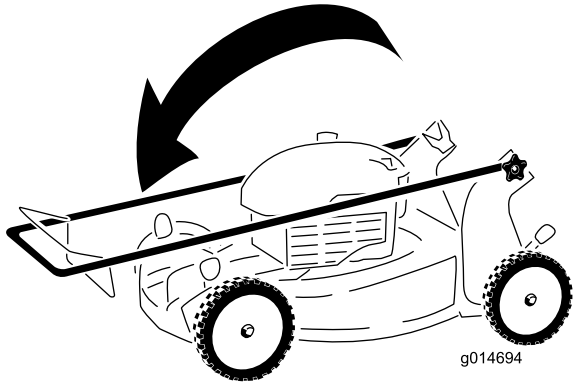

Figur 25
2. Fold det øverste håndtag fremad som vist på Figur 25.